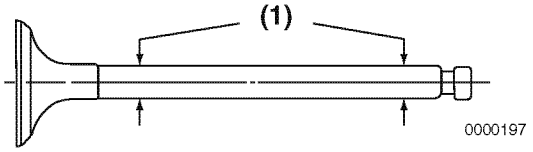

Figure 6-56
Use a micrometer to measure the valve stem diameter. Measure the valve stem near the combustion end and near the opposite end **(Figure 6-56, (1))**. *See Intake / Exhaust Valve and Guide on page 6-7 for the service limit.*